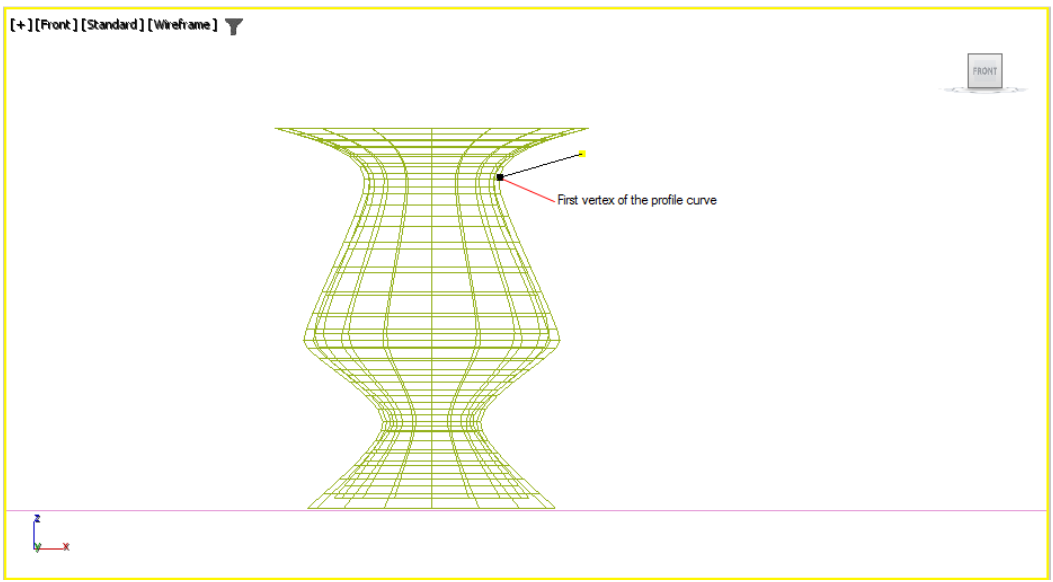

Figure 5-16 *The first vertex placed within the profile*
3. Click at a point slightly below the neck and make sure the point is placed inside the outer line of *Jug*, as shown in Figure 5-16.